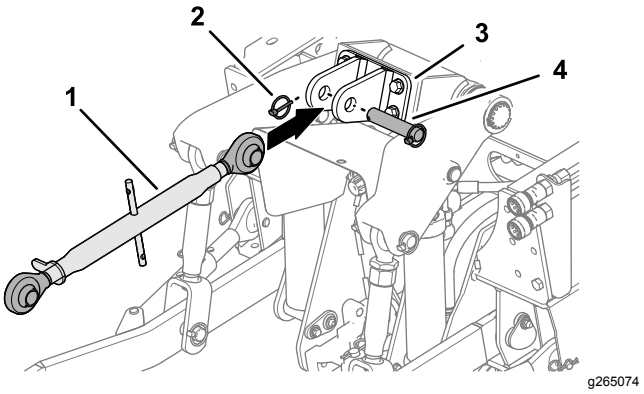

Figur 16
3. Hvis den er afmonteret, skal den øvre 3-punktsforbindelse (Figur 16) monteres på traktionsenheden.